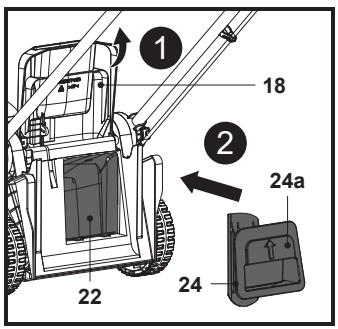

Rys. 12
1. Otworzyć osłonę deflektora (18), przytrzymać zagłębiony uchwyt (24a) i włożyć wkładkę mulczującą (24) do tylnej rury wylotowej (22), dociskając ją do końca (rys. 12).